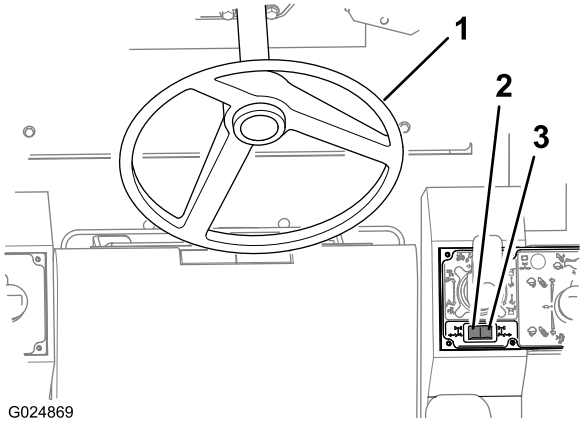

Рисунок 46
Используйте рулевое колесо для поворота передних колес (Рисунок 46).
- Нажмите на правую половину кулисного переключателя заднего рулевого управления (Рисунок 46), чтобы повернуть задние колеса вправо (поворот машины влево).
- Нажмите на левую половину кулисного переключателя заднего рулевого управления (Рисунок 46), чтобы повернуть задние колеса влево (поворот машины вправо).